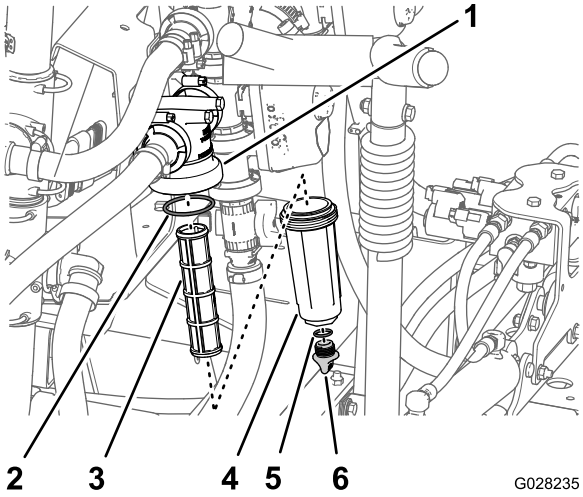

Figura 51
2. Coloque un recipiente de drenaje debajo del filtro de presión (Figura 51).
3. Gire el tapón de vaciado en sentido antihorario y retírelo de la cubeta del filtro de presión (Figura 51).
4. Enrosque la cubeta en sentido antihorario y retire la cabeza del filtro (Figura 51).
5. Retire el elemento del filtro de presión (Figura 51).
7. Inspeccione la junta del tapón de vaciado (situada dentro de la cubeta) y la junta de la cubeta (situada dentro de la cabeza del filtro) en busca de daños o desgaste (Figura 51).
8. Instale el elemento del filtro de presión en la cabeza del filtro (Figura 51).
9. Instale la cubeta en la cabeza del filtro, y apriétela a mano (Figura 51).
10. Coloque el tapón de vaciado en el acoplamiento inferior de la cubeta, y apriete el tapón a mano (Figura 51).